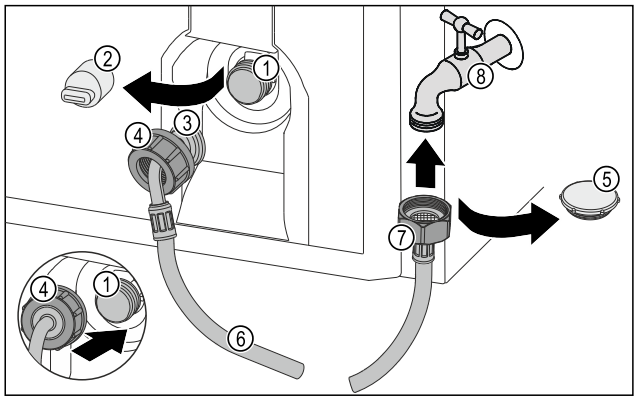

Fig. 27
- ▶ Îndepărtați capacul *Fig. 27 (5)*.
- ▶ Atașați capătul furtunului drept *Fig. 27 (7)* pe robinetul de apă *Fig. 27 (8)*.
- ▶ Strângeți ferm piulița pe capătul furtunului drept *Fig. 27 (7)* în sens orar.